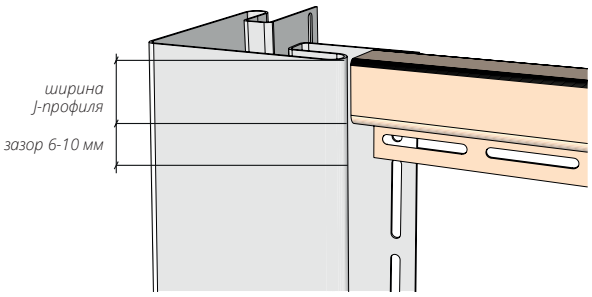

Рисунок 22
12.4 Так как в верхней и нижней части будет установлен J-профиль, на тыльной части угла делаем вырез, равный ширине лицевой планки J-профиля, плюс зазор 6-10 мм (рис. 22, 23).